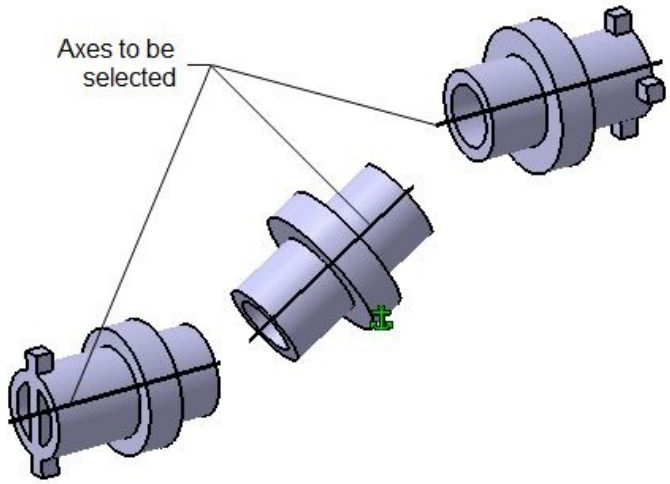

Figure 16-75 *Axes to be selected for creating the CV Joint*
4. Select the central axis of the Left shaft, as shown in Figure 16-75.